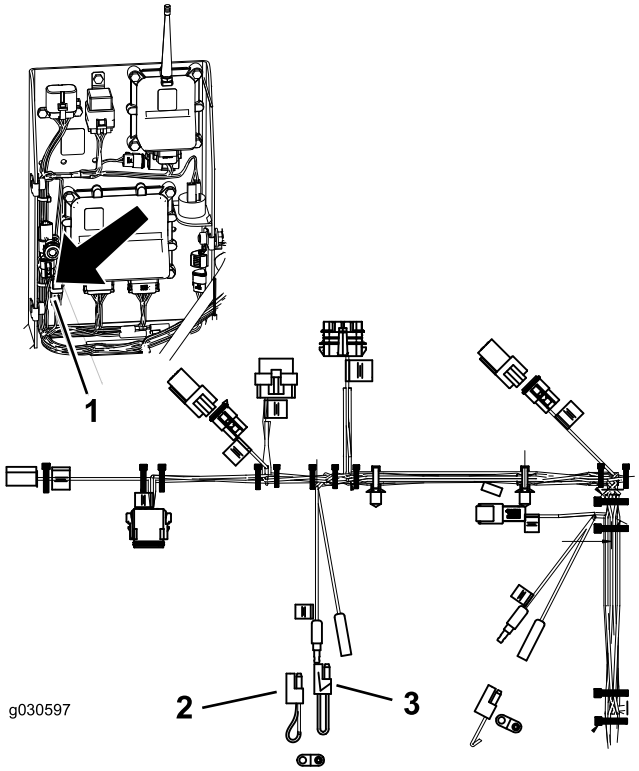

Figur 31
2. Koble de to ledningskontaktene fra grisehalekoblingen som vist i Figur 31.